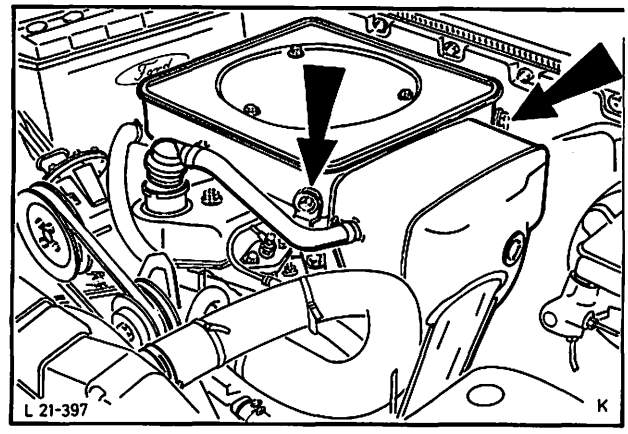

Abb. 130 Ansauggeräuschdämpfer
3. Zylinderkopfhaube mit neuer Dichtung vorschriftsmäßig anschrauben und Ansauggeräuschdämpfer befestigen, Abb. 130.